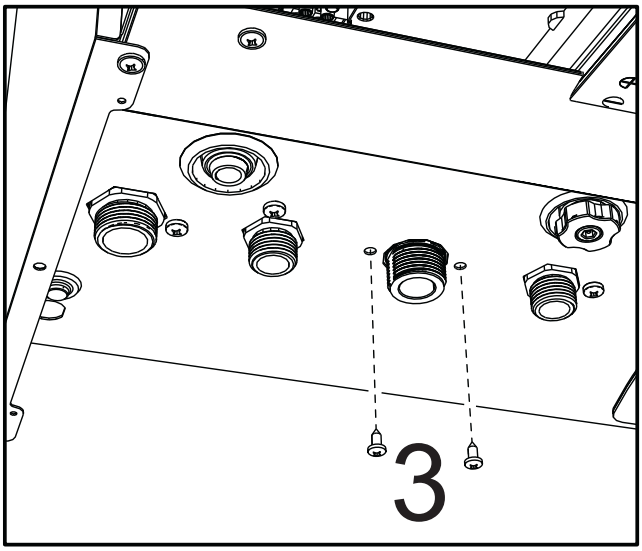

рис. 44
- Открутите винты **3** (рис. 44).